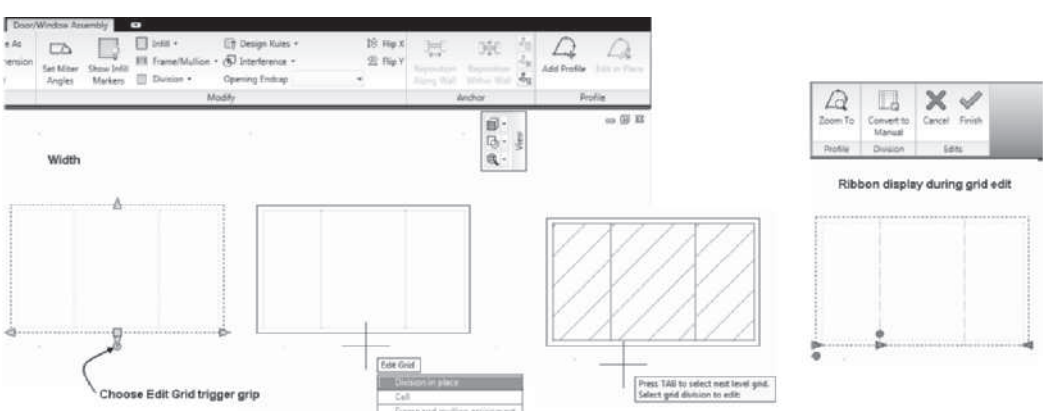

FIGURE 6.14 *Editing grips of the door/window assembly*
1. Select a door/window assembly; the grips of the unit are displayed as shown at the left in Figure 6.14.
3. When you select the Edit Grid trigger grip, you are prompted to select one of the following options: Division in place, Cell, or Frame and mullion assignment. Choose the *Division in place* option. You are then prompted to select an edge to edit. Move the cursor over the edge of the door/window assembly to display the hatch pattern as shown in Figure 6.14. Click to select the grid edge.
4. When In-Place Editing begins, additional grips are displayed on the assembly to help you edit the grid as shown at the right in Figure 6.14. The **Edit in Place: Grid Division** contextual tab is displayed, which includes the Finish command to save the edits as shown at the right in Figure 6.14.